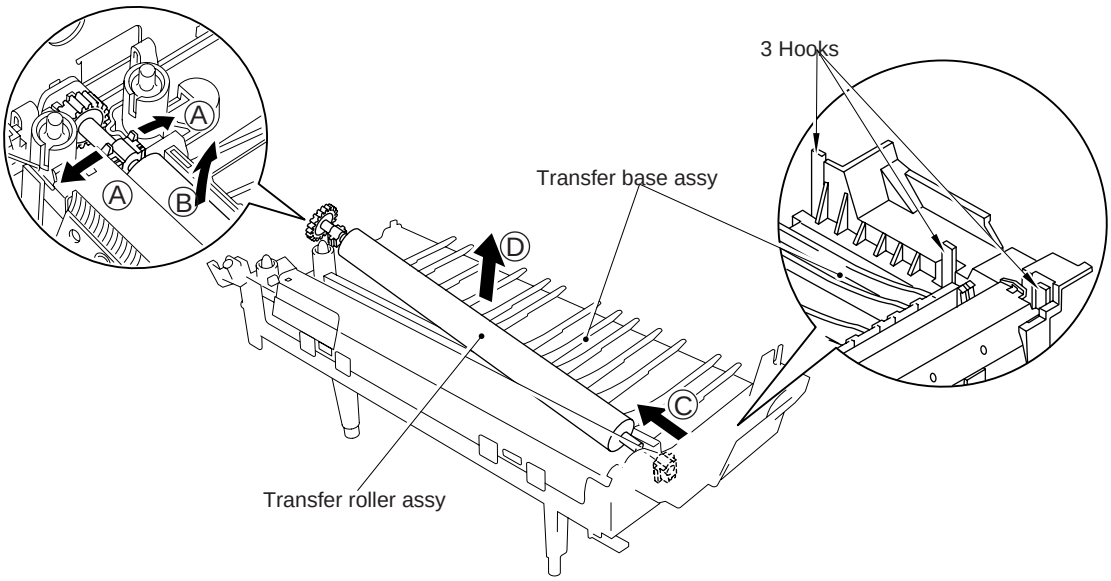

Figure 4.57
(1) Loosen a screw.
(2) Release the 3 right hooks, (see Figure 4.57) lift the right part of the unit (Ⓐ) and slide it to the right (Ⓑ) to take off the left part from the main chassis L. Remove the transfer unit from the body by lifting the former.